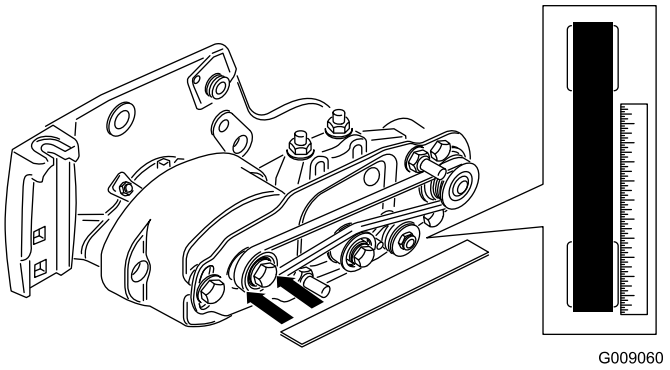

Figure 17
- Posez une règle le long de la face extérieure de la poulie **d'entraînement** (Figure 17). Ne posez **pas**